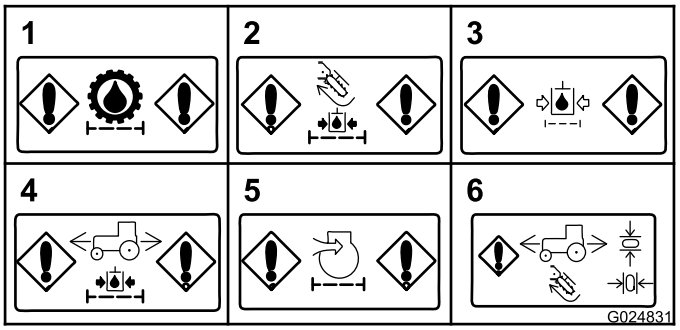

Figura 35
- **Obstrucción en el filtro hidráulico de carga (transmisión)** – Este mensaje aparece cuando el filtro hidráulico de carga de la transmisión está obstruido (Figura 35).
- **Obstrucción en el filtro hidráulico de carga (accesorios)** – Este mensaje aparece cuando el filtro hidráulico de carga de los accesorios está obstruido (Figura 35).
- **Obstrucción en el filtro hidráulico de retorno** – Este mensaje aparece cuando el filtro hidráulico de retorno está obstruido (Figura 35).
- **Obstrucción en el filtro hidráulico de carga (motor de tracción)** – Este mensaje aparece cuando el filtro hidráulico del motor de tracción está obstruido (Figura 35).
- **Obstrucción en el filtro de aire (motor)** – Este mensaje aparece cuando el filtro de aire necesita mantenimiento (Figura 35).
- **Indicador de retorno a punto muerto** – Se muestra este indicador si usted intenta realizar una operación que requiere que el joystick o el pedal de tracción esté en la posición de punto muerto. Coloque el joystick o el pedal de tracción en la posición de Punto muerto antes de seguir con la operación (Figura 35).